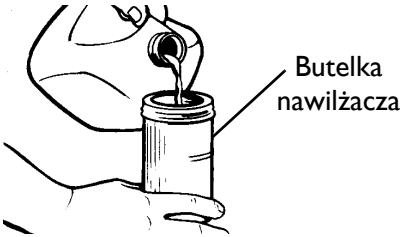
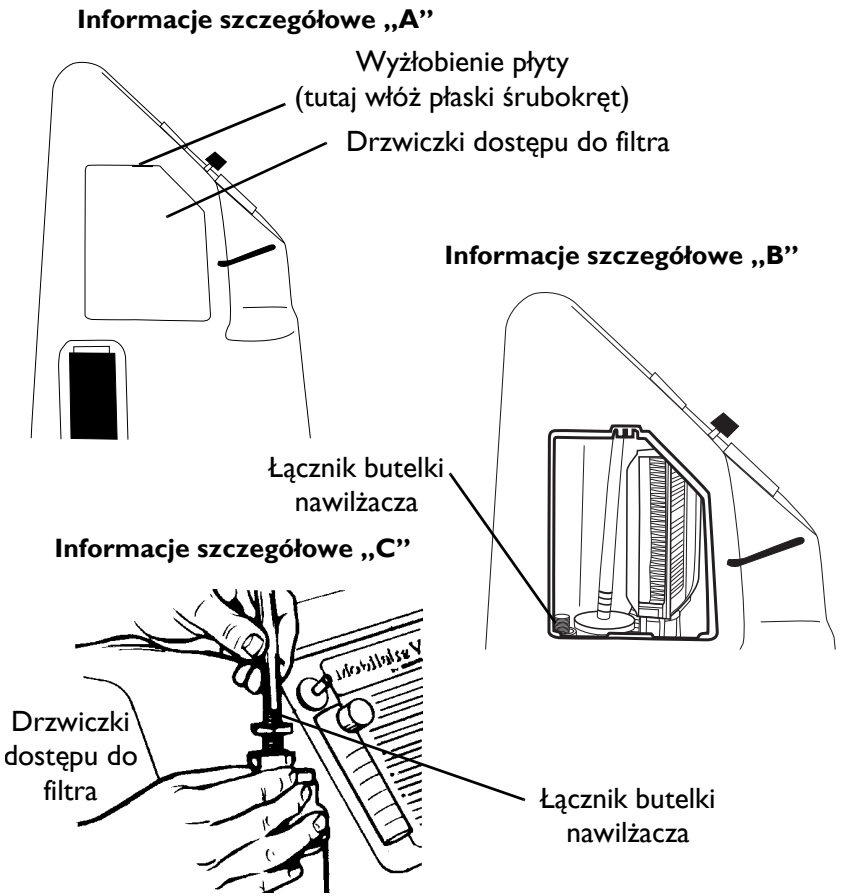
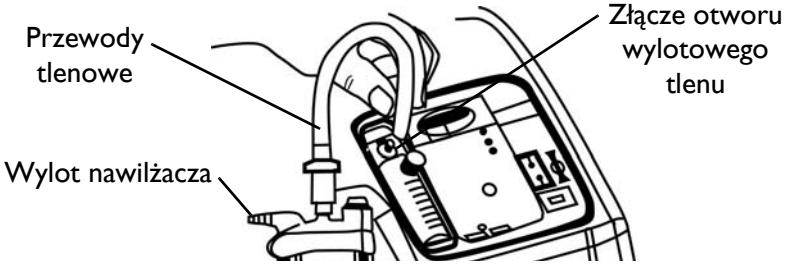

RYSUNEK 5.1 Napełnianie nawilżacza
RYSUNEK 5.3 Podłączanie łącznika butelki nawilżacza
RYSUNEK 5.4 Podłączanie przewodów tlenowych
UWAGA: Informacje na temat tej procedury można znaleźć na RYSUNEK 5.1 na stronie 145, RYSUNEK 5.2 na stronie 145, RYSUNEK 5.3 na stronie 146 i RYSUNEK 5.4 na stronie 147.
3. Zdejmij drzwiczki dostępu do filtra, znajdujące się z boku koncentratora. Włóż płaski śrubokręt w wyżłobienie płyty przy górnej krawędzi drzwiczek dostępu do filtra i delikatnie je podważ w celu ich otworzenia. Patrz informacja szczegółowa „A" na RYSUNEK 5.3.
4. Łącznik nawilżacza znajduje się obok filtra wlotowego. Pociągnij i wyjmij łącznik butelki nawilżacza. Patrz Informacje szczegółowe „B" na RYSUNEK 5.3.
5. Podłącz ją do nawilżacza, obracając nakrętkę skrzydełkową na butelce nawilżacza w lewo do momentu jej odpowiedniego dokręcenia. Patrz Informacje szczegółowe „C" na RYSUNEK 5.3.